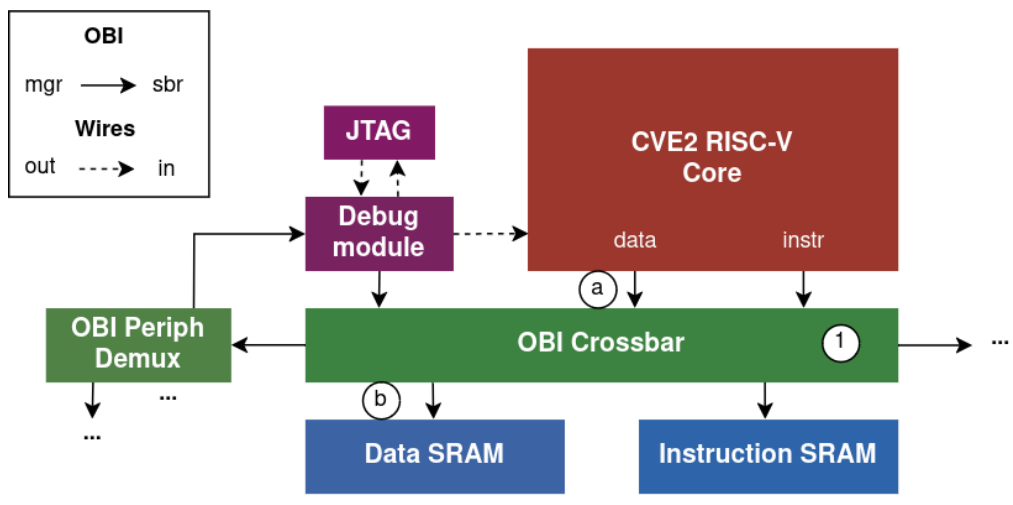

Figure 1: Simplified Croc diagram
The system bus is the backbone of a system-on-chip: it connects the processor core to the memory. In Croc, this bus is implemented in hardware using a crossbar. This hardware block links each bus manager (mng) to each bus subordinate (sbr) in an all-to-all fashion. In Figure 1, the interfaces between elements are represented by arrows, starting from the manager to the subordinate. For instance, the CVE2 core is connected to the Data SRAM via two interfaces:
You have now observed a few OBI transactions at one of the subordinate endpoints. However, Figure 1 shows that the processor core can access multiple peripherals and memories. The role of the system bus is not only to wire elements between them but also to appropriately route requests between managers and subordinates.
This address map is then implemented in hardware using modules such as **crossbars** and **demultiplexers**. While the former connects managers to subordinates in an **all-to-all** fashion, the latter connects one manager to subordinates in a **one-to-all** fashion. You can see in Figure 1 the *OBI Crossbar* and *OBI Periph Demux*; note that some elements are intentionally missing as you will need to complete this diagram in the next task.
The address map for this chip is divided into three main address regions, but in Figure 1 you can see that one region (i.e. bus) is missing.
- Reproduce Figure 1 on paper and add the third bus for the User address region; it is implemented in hardware using a demultiplexer.